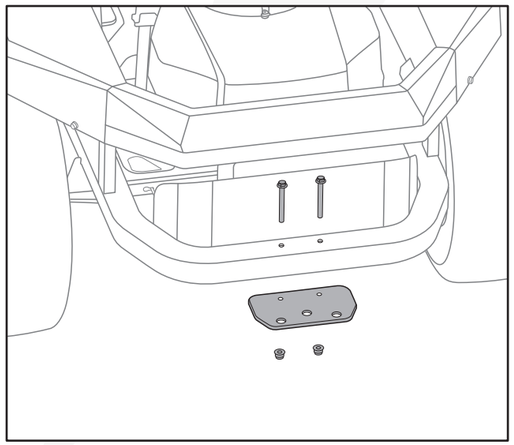

Fig. 2
1.Quite la placa de enganche de la parte trasera de la podadora desatornillando dos tornillos (M8 x 75) y tuercas (M8) (Fig. 2).